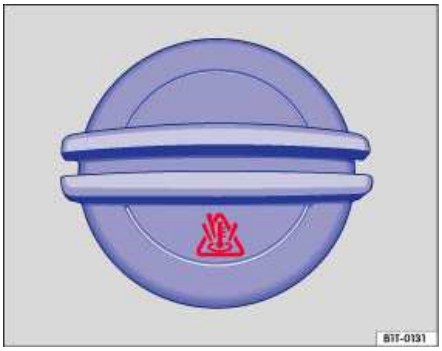

Fig. 148 Coolant expansion tank cap in the engine compartment.
- There is a symbol on the cap of the engine coolant expansion tank ⇒ fig. 148.